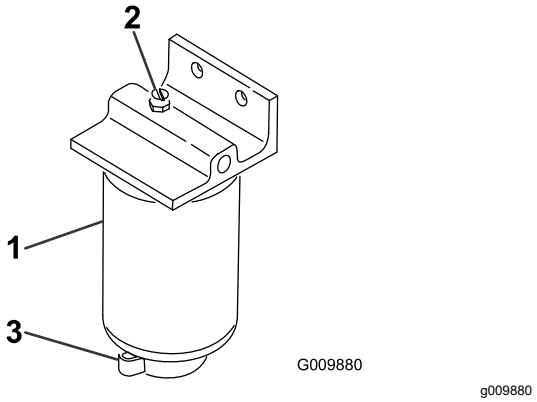

**Figur 53**
3. Lossa avtappningsventilen i botten på filterskålen (Figur 53).
2. Rengör området där filterskålen ska monteras (Figur 53).